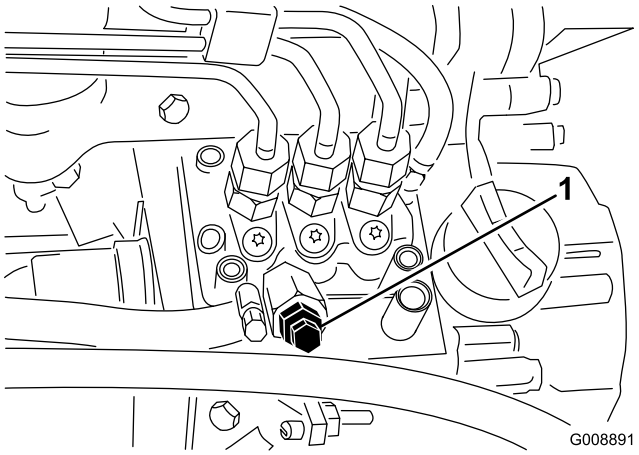

Figur 34
3. Öppna avluftarskruven på insprutningspumpen (Figur 34).